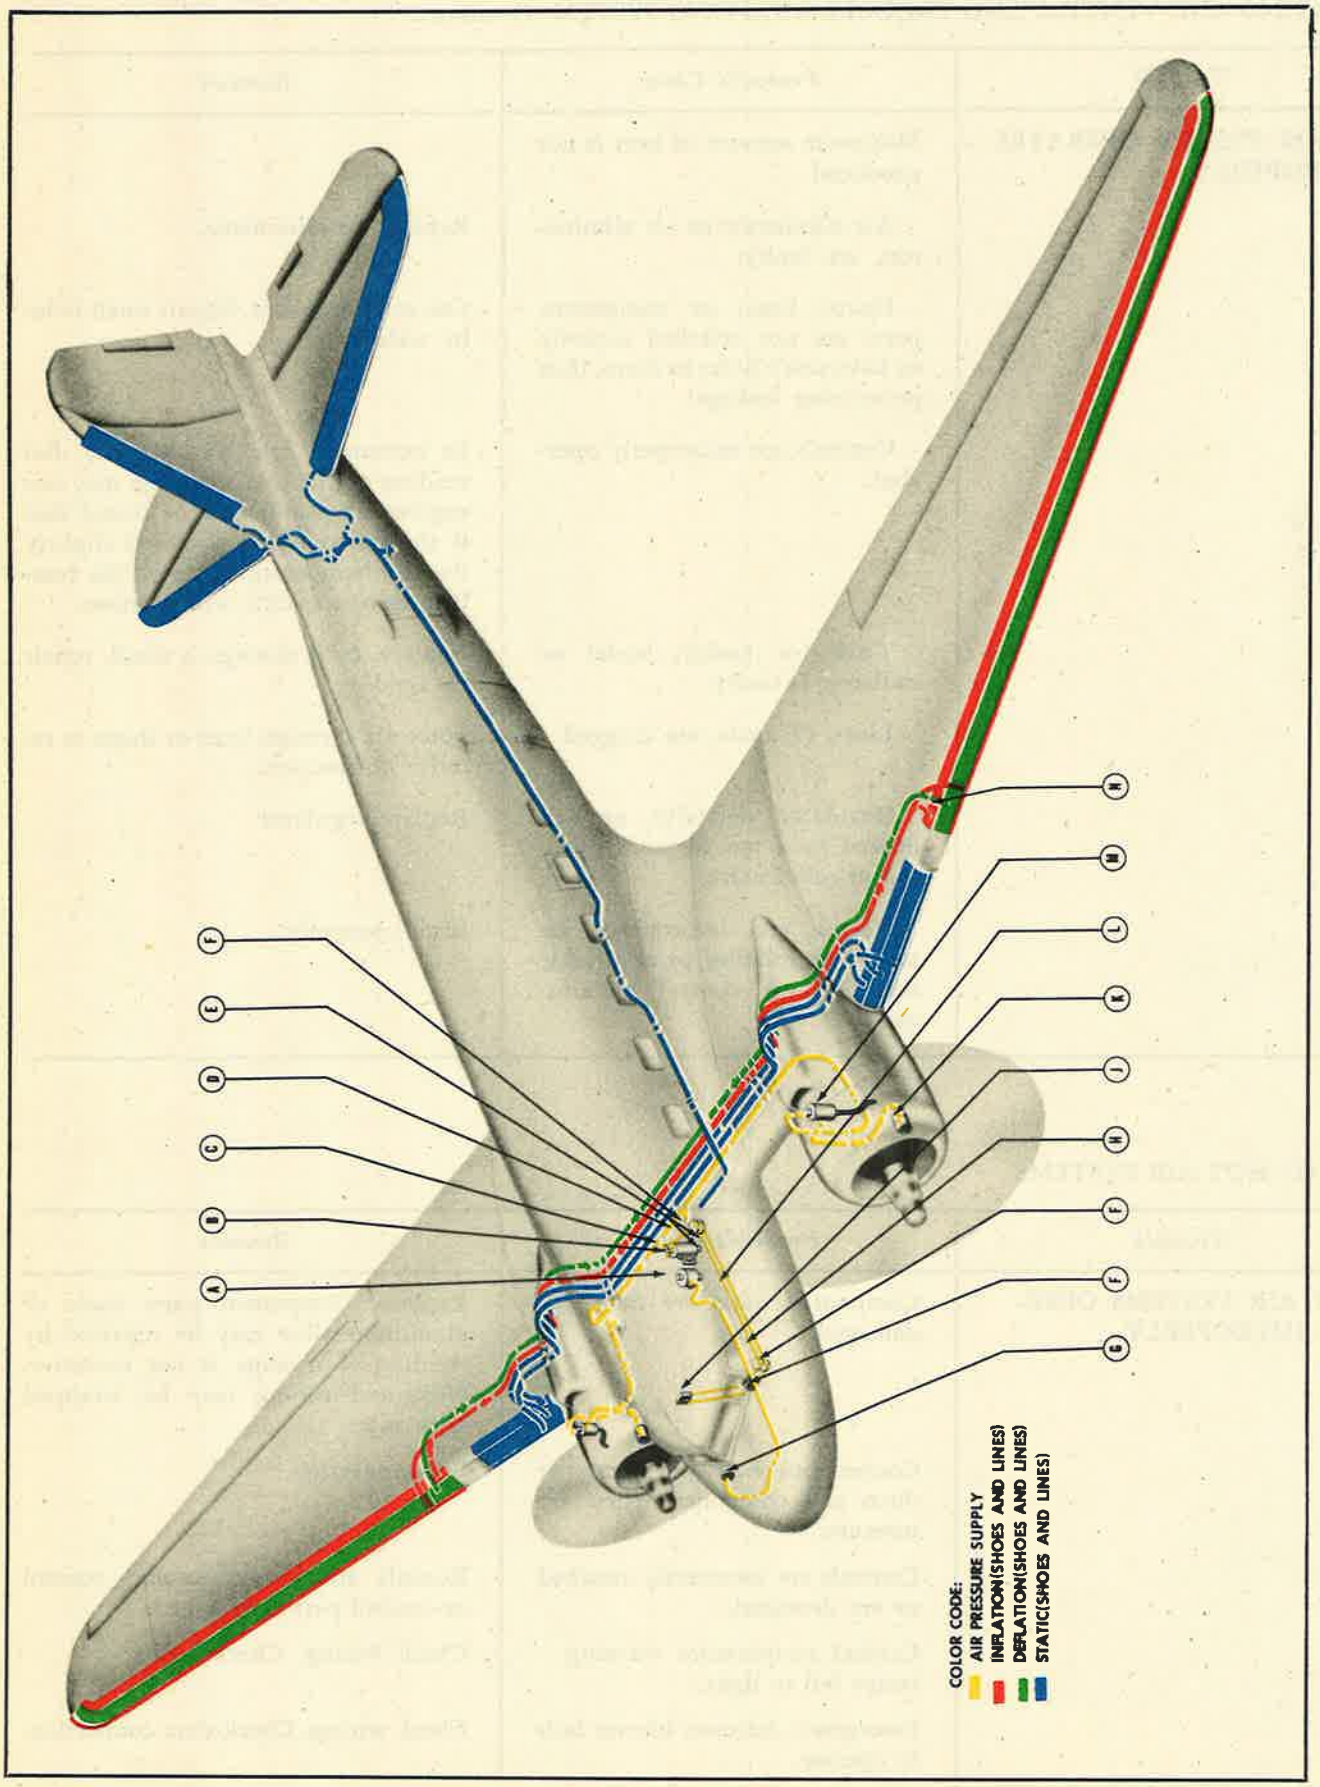
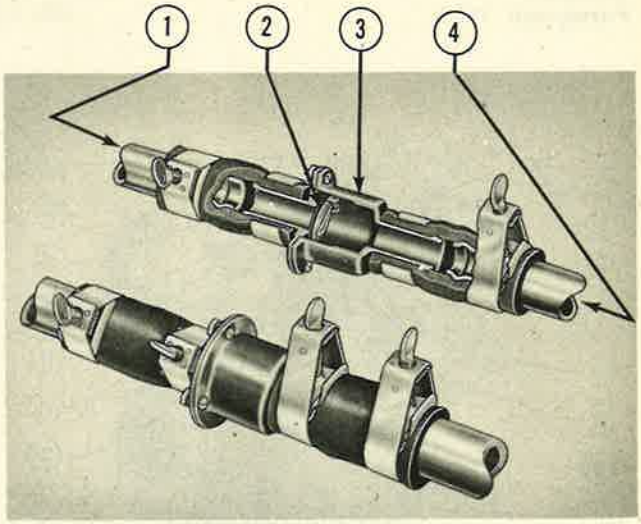

Figure 549—Surface De-Icer System
Figure 554—Surface De-Icer System Check Valve and Valve (Cutaway View)
KEY TO FIGURE 549
(See figure 549.)
(a) GENERAL.—Air from the exhaust (pressure ports) of the two-engine vacuum pumps (K, figure 549) flows through two oil separators (M, figure 549), two check valves (figure 554), an air filter (A, figure 549), and a distributor valve (B, figure 549), to alternately expand and contract de-icer shoes along the leading edges of the wings and the horizontal and vertical stabilizers. This swelling-depressing action cracks ice formations on the shoes, and the air stream blows them off. A control system incorporating a handle (J, figure 549) and cables, turns the motor of the distributor valve "ON" or "OFF" through a control unit. At the same time it closes or opens the overboard port in the unit. A pressure relief valve in the air filter regulates the pressure in the system. A gage (G, figure 549) on the instrument panel and connected by a line from the air filter indicates the air pressure in psi. On the vacuum side of the pump is a suction line for the operation of the gyro instruments. (Refer to paragraph 11.*d.*, this section.) The vacuum or suction line incorporates two valves: a vacuum-relief valve (figure 314) which controls the correct amount of suction necessary to operate the gyro instruments; and a check valve (figure 554) to prevent oil or dirt in the airflow from entering the gyro instruments in case of pump reversal due to backfire or kickback.
1. DESCRIPTION.—A safety valve is installed in each line aft of the oil separator. (See figure 554.) One is on the inboard forward side of the right nacelle; the other, on the inboard aft side of the left nacelle.